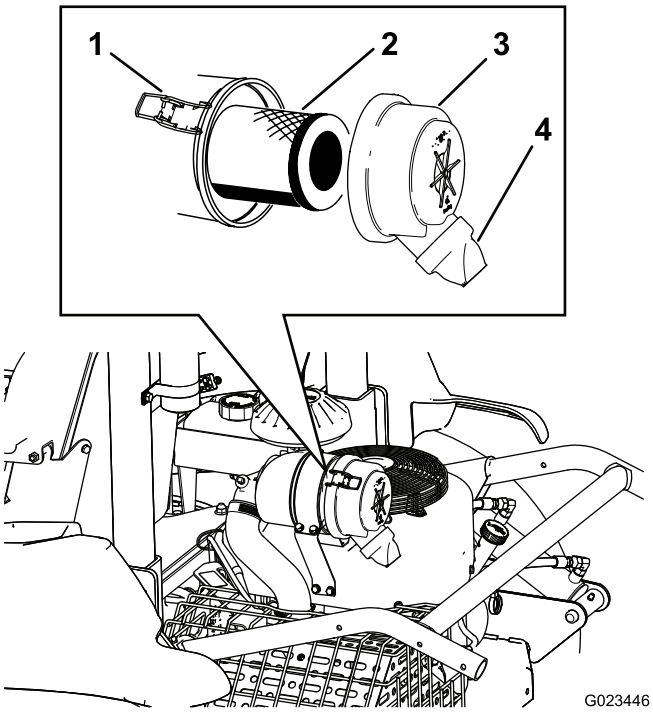

Figur 43
2. Lossa spärrhakarna som fäster luftrenarkåpan på luftrenarhuset (Figur 43).